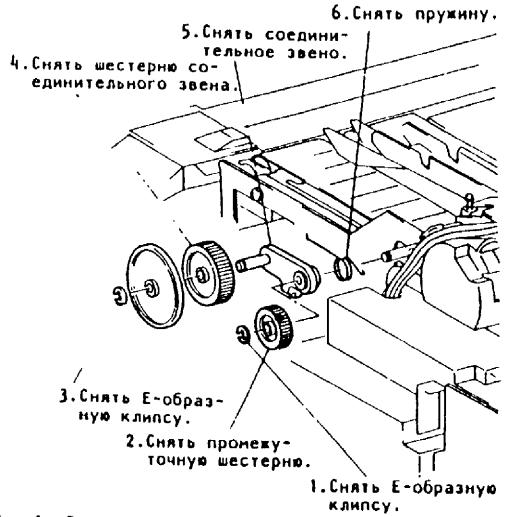

Рис.1. Снятие узла шестерни соединительного звена
4. (Рис.1): Снять узел шестерни соединительного звена.